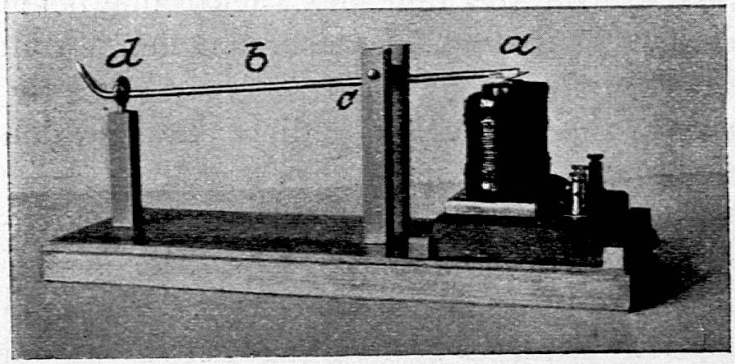

Fig. 27.
9. Gebt an, wie die Bewegungen des Ankers dazu verwendet werden könnten, um Zeichen zu geben. Beschreibt das Telegraphenmodell. (Fig. 27.)
werden, geschoben und befestigt. Nun wickelt man in 8 Lagen 0,7 mm dicken Draht auf. Die Bleiblechlappen werden über die Spulen gebogen und mit weichem Draht festgebunden. Siehe Fig. 27. Die Spulen können noch mit Schellack getränkt werden. Hierauf werden sie vom Holzkern abgenommen und auf die Eisenkerne geschoben. Die einen Enden der Drähte werden so verbunden, dass der Strom in den beiden Spulen entgegengesetzte Richtung hat. Hiezu kann eine Klemme verwendet werden. Die andern Enden führt man nach Klemmen, die in das Grundbrett eingeschraubt werden. Man achte darauf, dass der Verlauf der Drähte deutlich erkannt wird.